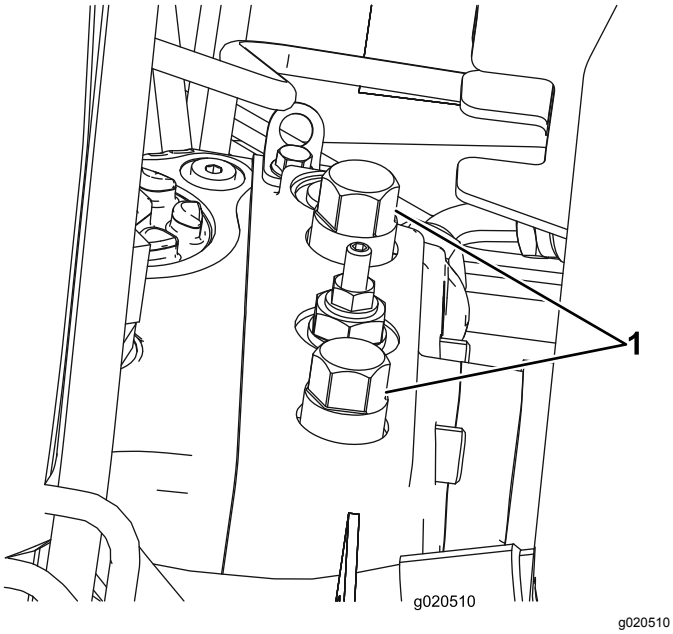

Figur 44
1. Åpne panseret og finn omløpsventilene (Figur 44) øverst på pumpen, bak batteriet/oppbevaringsboksene.